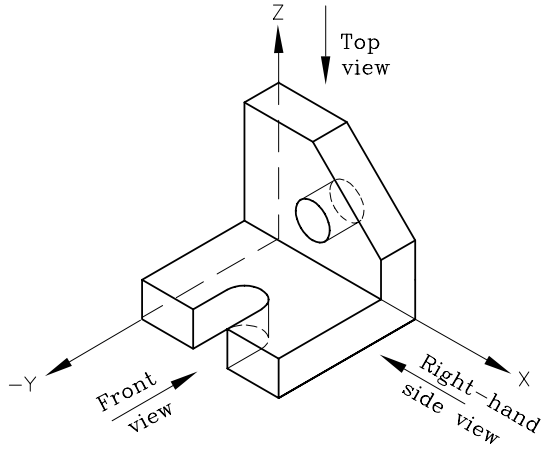

Figure 35-17 *Align the object with the imaginary X, Y, and Z axes*
3. Picture the object in your mind, and align it along the imaginary X, Y, and Z axes (Figure 35-17).